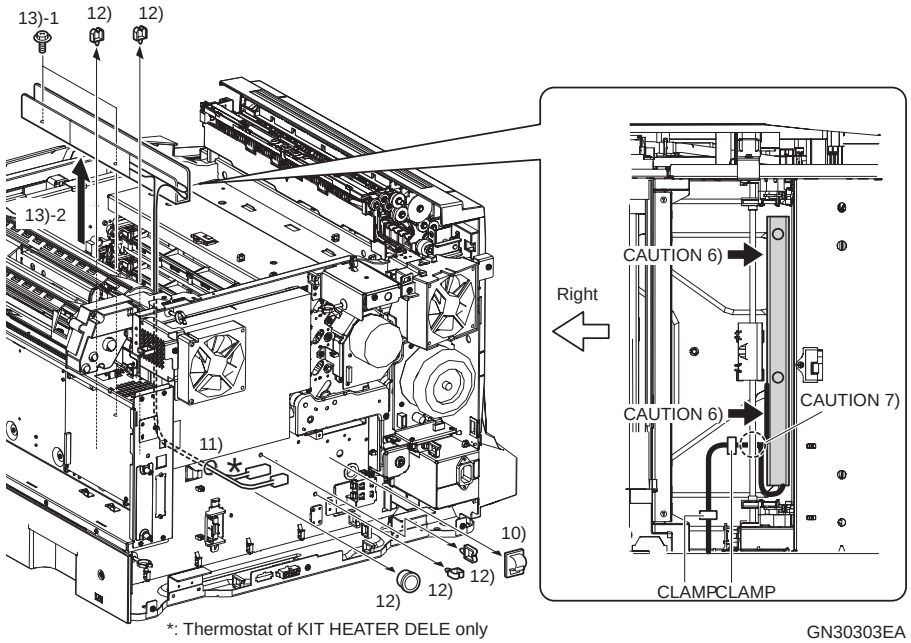

Figure 4-51. Removing the KIT HEATER ASSY and KIT HEATER DELE ASSY (3)
4. Apply the CLAMP CKN-10 to the Rear side in the position shown in Figure 4-51.